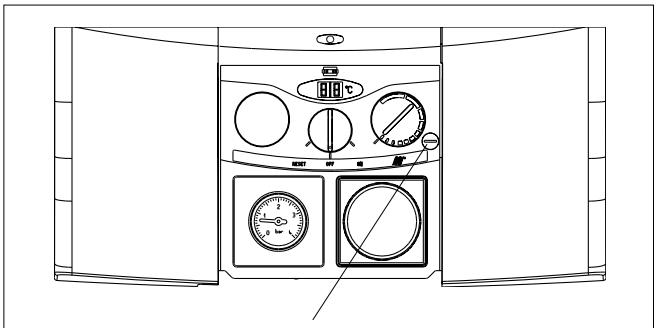

Fig. 25A CO mode button (beneath protective cap)
- Locate and remove the protective cap that conceals the “CO mode” button (see fig. 25A).